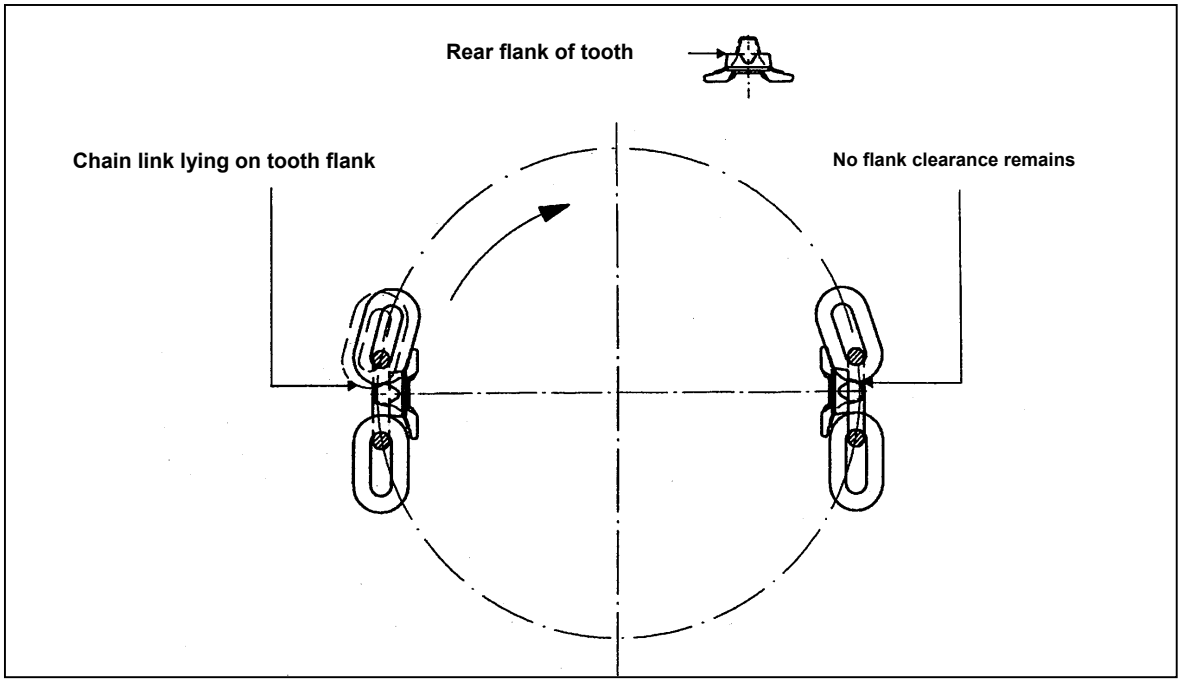

Fig. 4
7.1 When Wear Lengthens the Chain Pitch (Fig. 4 Page 8)